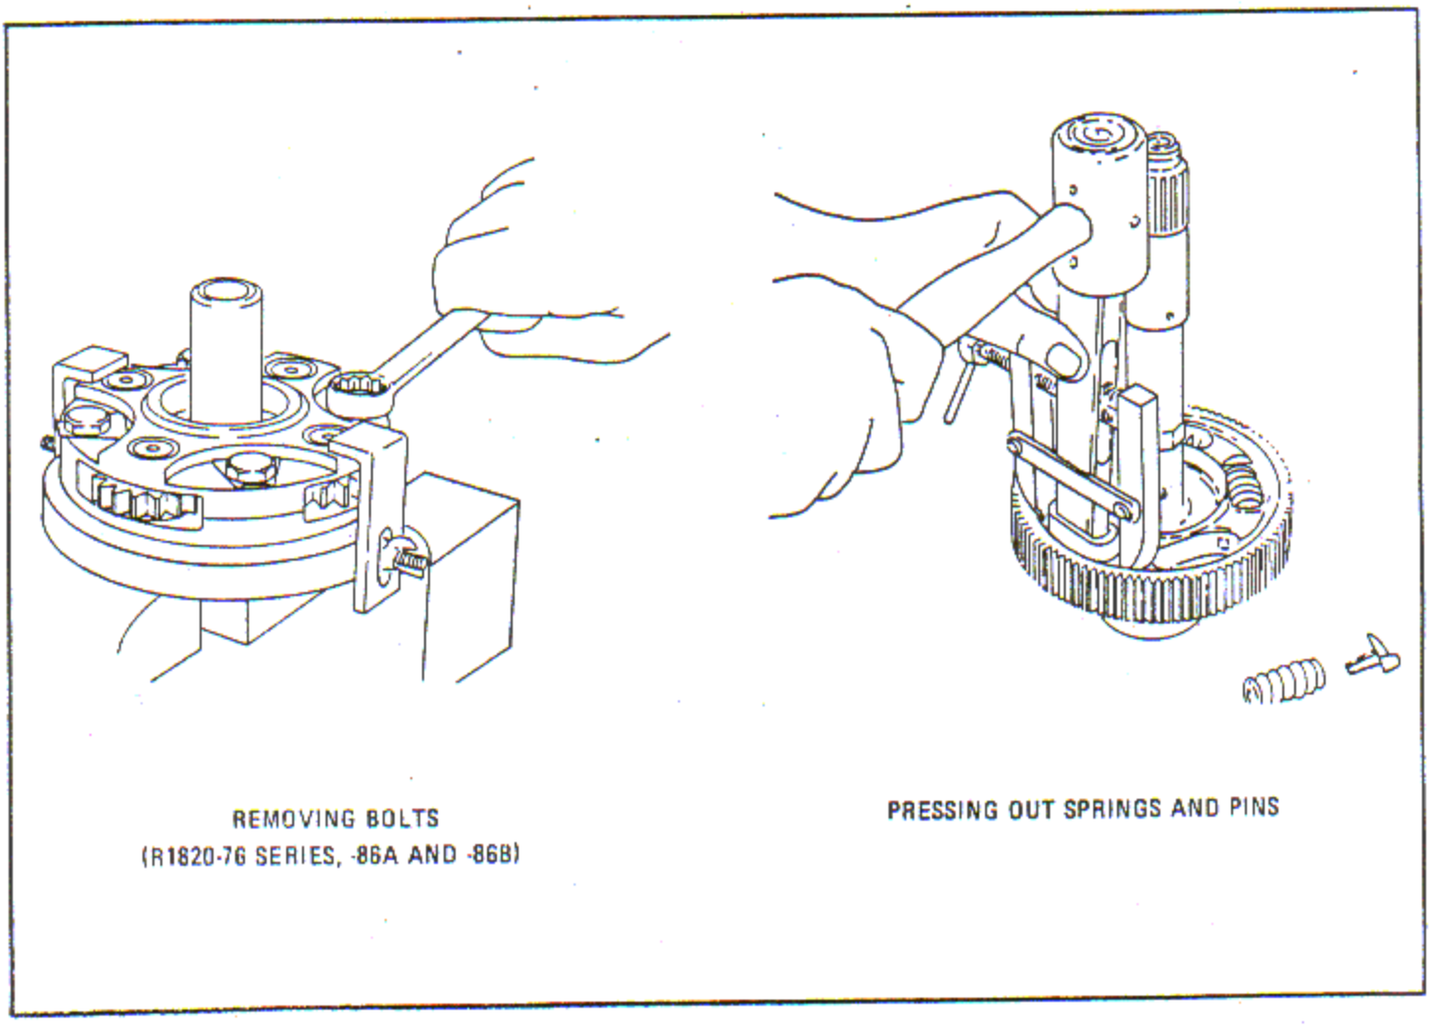

Figure 4-55. Removing Impeller Intermediate Drive Shaft Pinion Cage Bolts and Pressing Out Accessory Drive Gear Springs and Pins
a. Install the assembly in fixture, then install the fixture in vise. Straighten the tabs on the washers and remove the bolts. See figure 4-55.
a. Remove the screws that secure the accessory drive and starter shaft plate, remove the plate. Press out the accessory drive gear springs and pins using remover and installer. See figure 4-55.